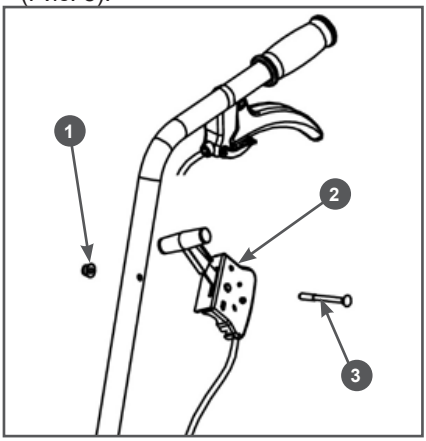

Рис. 8 Установка рычага газа
7. Установите на правую рабочую рукоятку рычаг 2 газа (Рис. 8). Для установки рычага газа выполните следующее: совместите отверстия в правой рабочей рукоятке и корпусе рычага 2 газа, вставьте в отверстие болт 3 и закрутите гайку 1 до упора (Рис. 8).